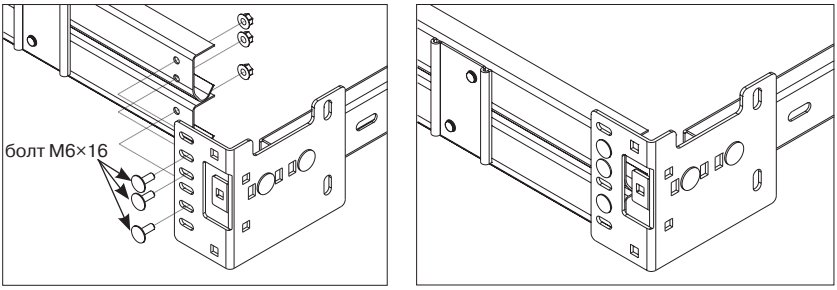

*Рис. 14.2*
- установить снаружи три болта М6х16 с полукруглой головкой в отверстия суппортов и горизонтальных направляющих (рис.14.2);